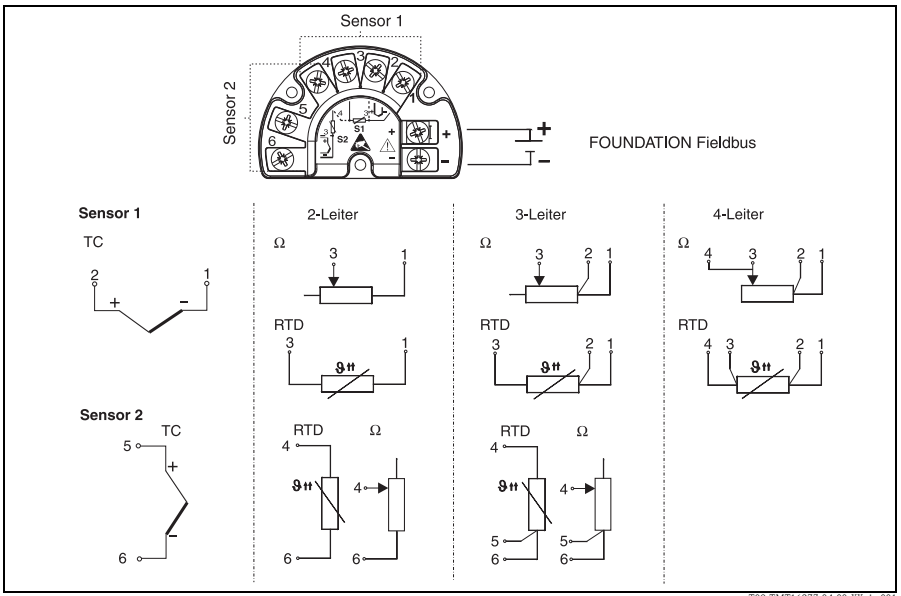

Abb. 4: Verdrahtung des Feldtransmitters
5. Schliessen Sie die Leitungen gemäß Abb. 4, Kap. 3.1, Kap. 3.2 und Kap. 3.3 an.